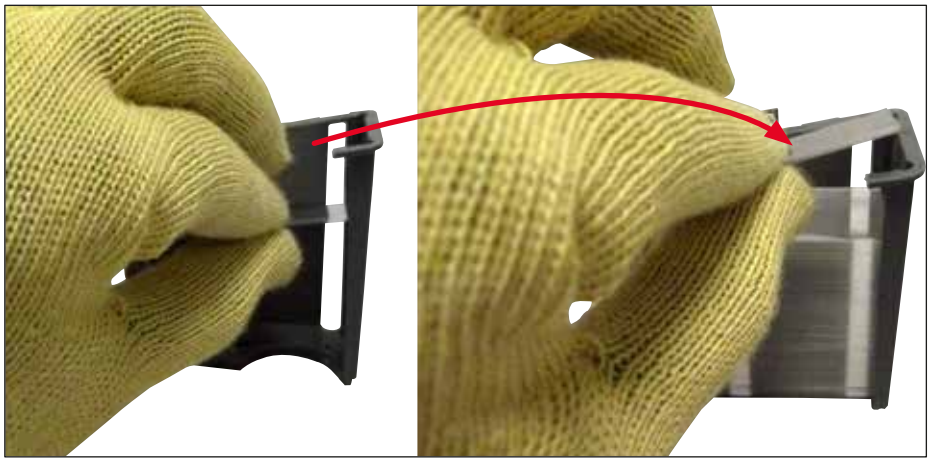

Fig. 64
- Assicurarsi che i vetrini coprioggetto siano inseriti correttamente nel caricatore (→ Fig. 64).